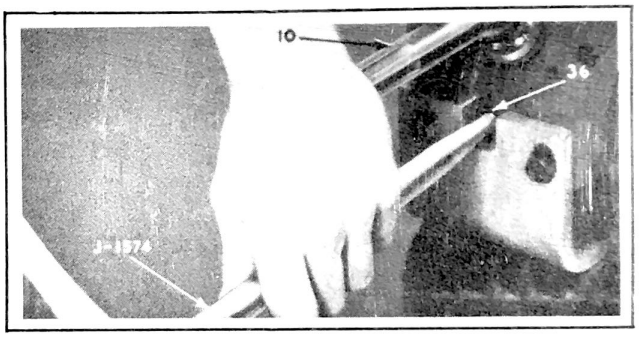
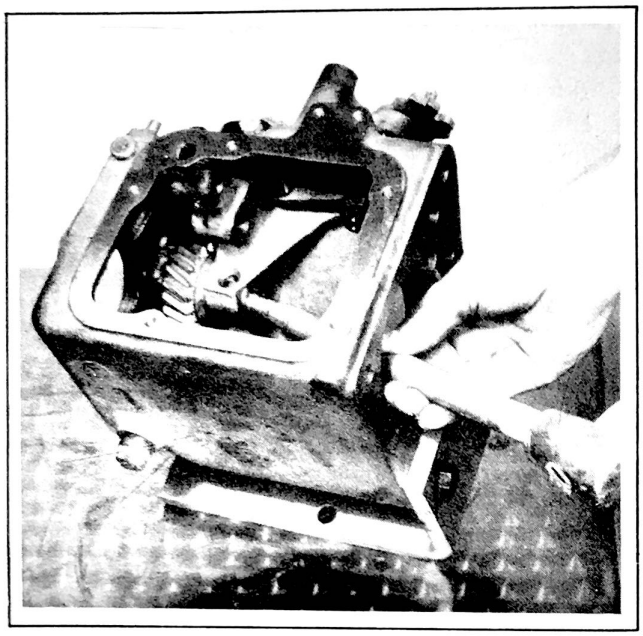

Figure 226 - Driving Out Countershaft With J-1574 Driver
Figure 227 - Driving Out Reverse Idler Shaft With Driver J-1574
18. Drive countershaft (36) out of rear end of case with Driver J 1574, (Fig. 226).
19. Grasp end of main drive gear (10) and pull it out of front end of case. If necessary, use J 1574 driver to remove main drive gear.
20. Lift out countershaft gear cluster (33), front and rear bronze (37) and the rear (38) steel thrust washers. Examine them for wear and replace if necessary..
21. Working through main shaft bearing hole in front face of case, drive out reverse idler gear shaft (43) with Driver J 1574, (Fig. 227).
22. Remove reverse idler gear (41) from case.